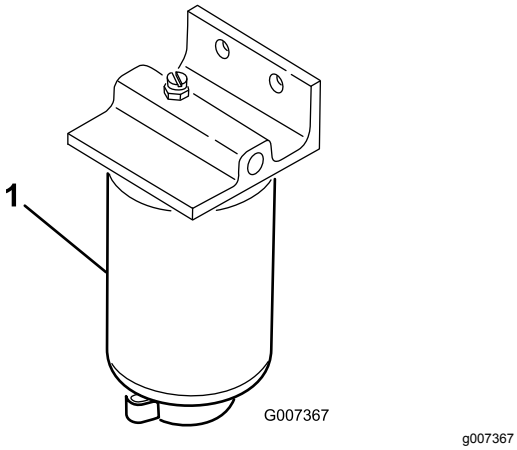

Figuur 64
1. Plaats een schone opvangbak onder het brandstoffilter (Figuur 64).